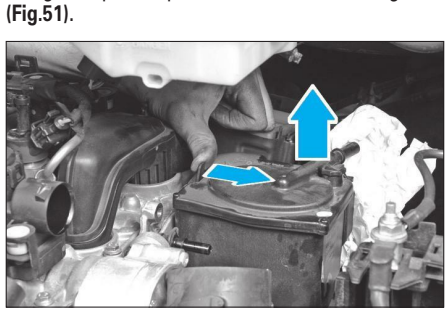

**Fig. 51**
• Dégrafer puis déposer l'ensemble filtre à gazole **(Fig.51)**.